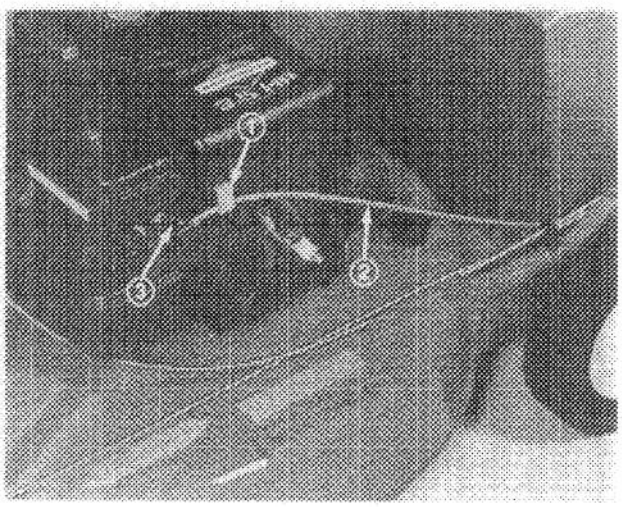

Figure 40
1. Pull high tension wire off spark plug and install end in notched hole. Move handle-mounted throttle control to full STOP position (Fig. 40).
2. Loosen cable clamp screw until throttle cable is free to slide (Fig. 40).